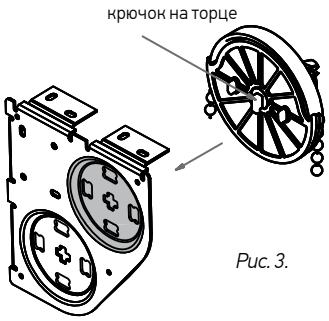

Рис. 3.
4. Установить второе изделие, которое будет находиться впереди, дальше от окна. Вставить его в верхнее отверстие двойного кронштейна со стороны управления таким образом, чтобы крючок на торце был направлен вертикально вниз (Рис. 3). Вставить изделие в верхнее отверстие второго двойного кронштейна с другой стороны.